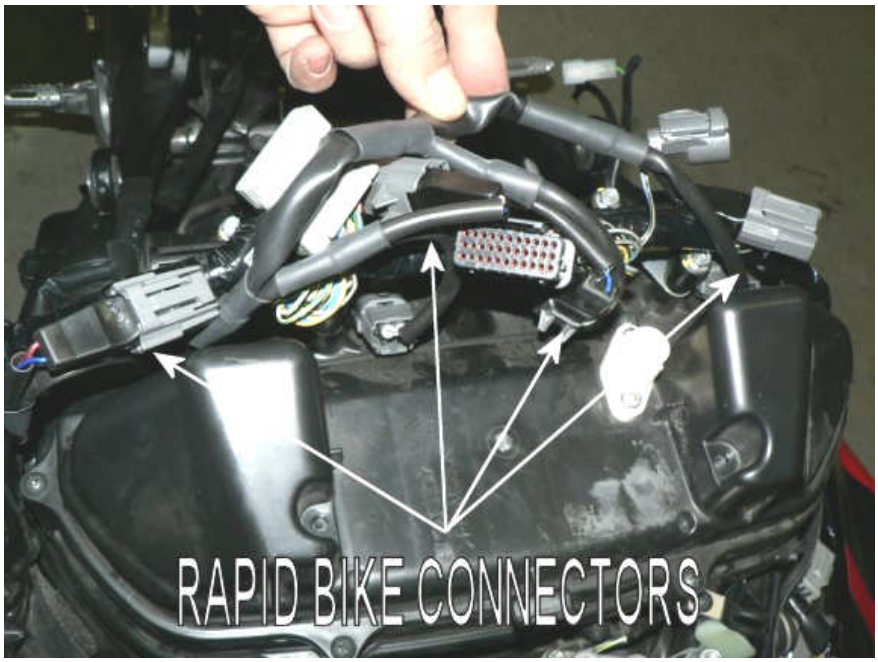

Fig.4
6. Die RAPID BIKE-Verbinder an die Originalverkabelung anschließen (**Fig.4**). Es muss folgende Reihenfolge von links nach rechts eingehalten werden: